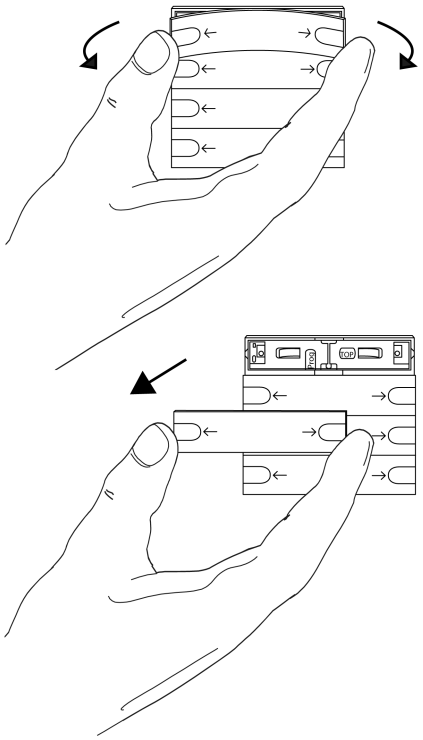

Bild 6: Inbetriebnahme-Wippe demontieren
- Inbetriebnahme-Wippe durch beidseitiges Ziehen vom Tastsensor lösen (siehe Bild 6).